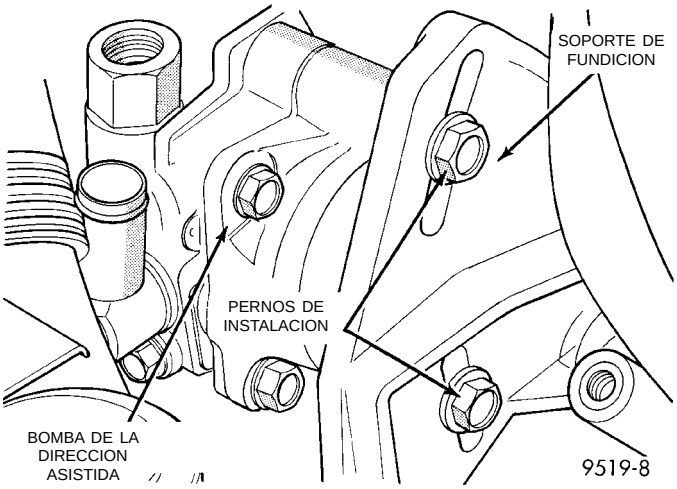
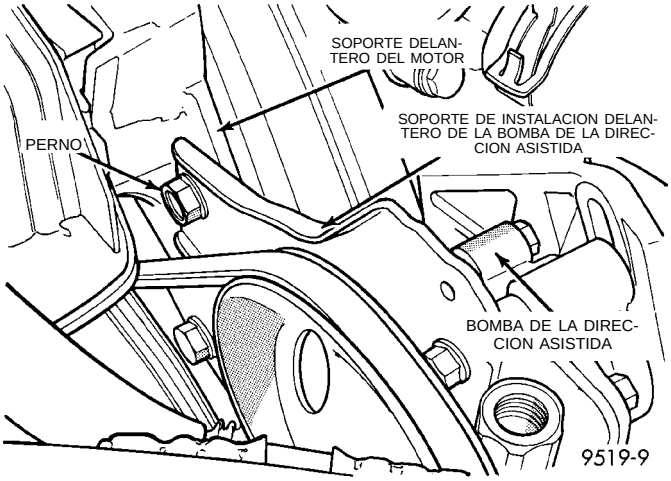
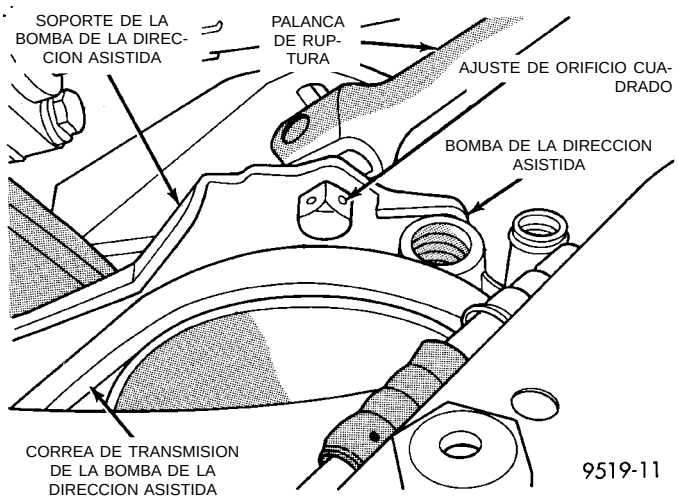

Fig. 24 Pernos de instalación de la bomba de la dirección asistida (traseros)
Fig. 25 Perno del soporte de instalación delantero de la bomba de la dirección asistida
Fig. 27 Ajuste de la tensión de la correa de transmisión de la bomba de la dirección asistida
(7) Retire los 2 pernos de instalación y ajuste el soporte de fundición a la bomba de la dirección asistida (Fig. 24).
NOTA: El soporte de instalación delantero de la bomba de la dirección asistida tiene una hendidura en el perno que lo fija al soporte delantero del motor (Fig. 25). Solamente es necesario aflojar este perno para poder retirar el soporte de instalación del motor.
(8) Afloje el perno (Fig. 25) que fija el soporte delantero de la bomba de la dirección asistida al soporte delantero del motor, lo suficiente como para deslizar el soporte hacia afuera por debajo del perno.
(2) Deslice el soporte delantero de la bomba de la dirección asistida entre el perno de instalación y el soporte delantero del motor (Fig. 25). **Asegúrese que la arandela en el perno se encuentra entre la cabeza del perno y el soporte y que no quede aprisionado entre el soporte de la bomba de la dirección asistida y el soporte del motor.**
(3) Instale los 2 pernos de instalación del soporte de fundición a la bomba de la dirección asistida (Fig. 24). **No apriete los pernos en este momento.**
(4) Instale la correa de distribución de la bomba de la dirección asistida en la polea de la bomba de la dirección asistida.
(5) Instale una palanca de ruptura de 12,7 mm (1/2 pulg.) en el agujero cuadrado en el soporte de instalación delantero de la bomba de la dirección asistida (Fig. 27). Luego haga girar la bomba para obtener la tensión correcta de la correa de transmisión. Para informarse sobre las especificaciones de tensiones correctas de correas, consulte Correas de transmisión de accesorios en el Grupo 7, Sistema de refrigeración de este manual. Cuando haya obtenido la tensión correcta de la correa de transmisión, apriete los 2 pernos del soporte de instalación de fundición de la bomba de la dirección asistida (Fig. 24) con una torsión de 54 N·m (40 libras pie). Luego apriete el perno del soporte de instalación delantero de la bomba de la dirección asistida (Fig. 25) con una torsión de 54 N·m (40 libras pie).